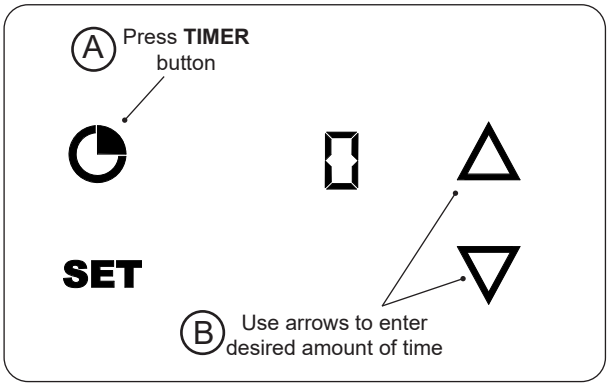

Fig. 32-1 Set timer
1. With the thermometer/thermostat **on**, press the **TIMER** button once (Fig. 32-1, A). A zero will display indicating that no timer is set.
2. Press the **UP** or **DOWN** arrows to enter the desired amount of time or to modify an existing set time (Fig. 32-1, B).